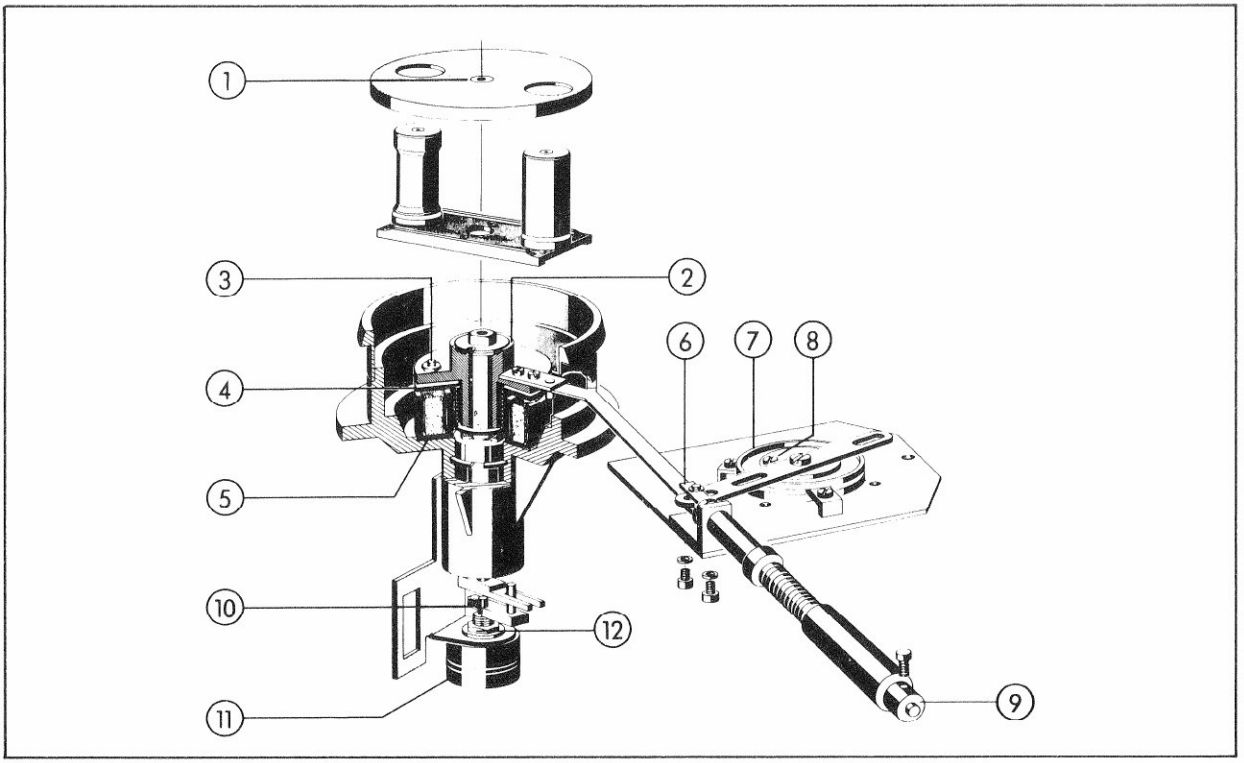

Fig. 7
Mit einem Universal-Messinstrument (DC) die Spannungen am Potentiometer (11) der Bandzugwaagen kontrollieren (siehe Fig. 7).
Check (DC) voltages at potentiometer (11) of tape tension sensors with a multimeter (see fig. 7).